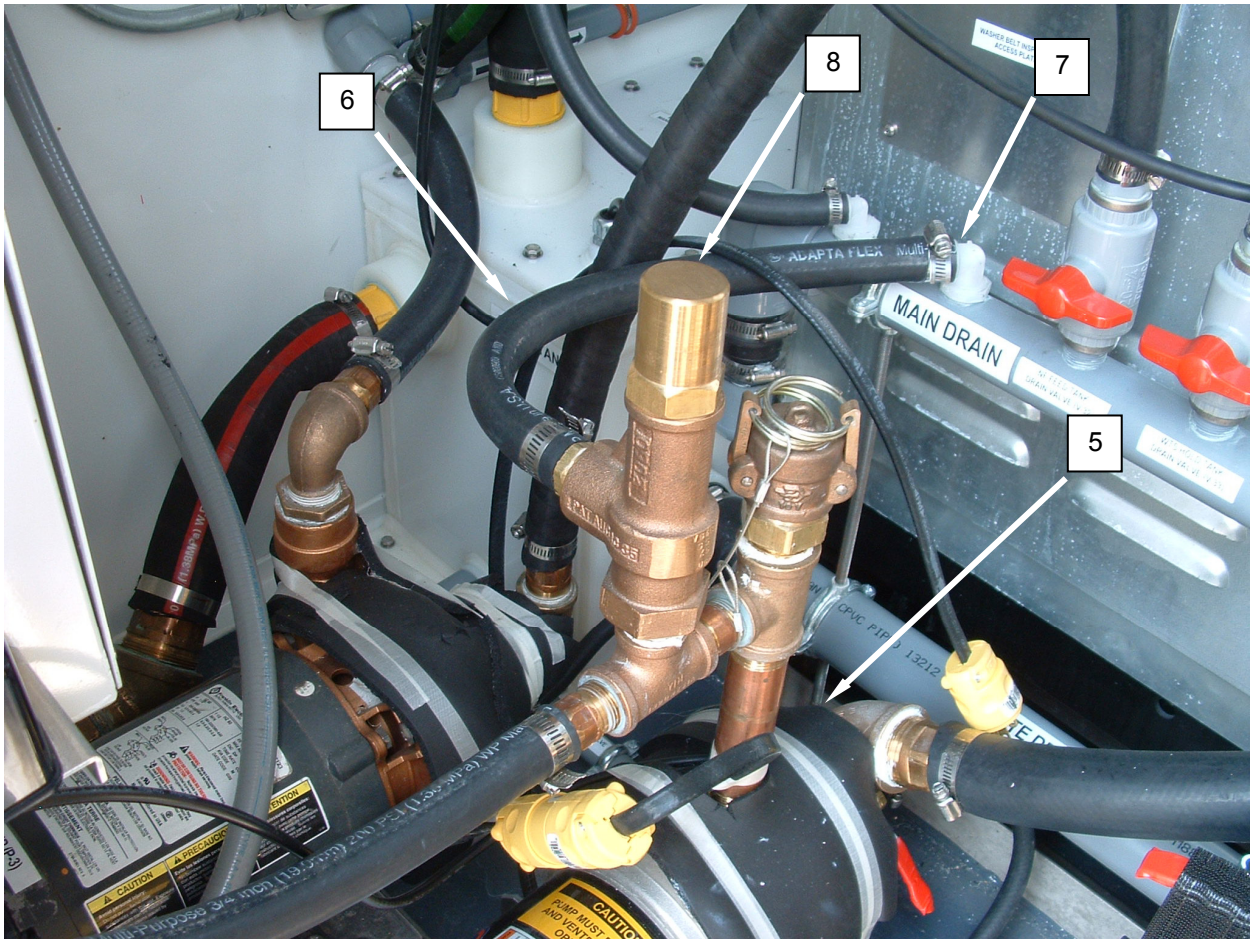

Figure 2. Test the Pressure Relief Valve.
1. Disconnect power from P-1 pump **(Figure 2, Item 5)**.
2. Loosen hose clamp retaining the pressure relief valve hose **(Figure 2, Item 6)** to the drain manifold **(Figure 2, Item 7)**, and disconnect pressure relief valve hose from drain manifold.
3. Place hose end **(Figure 2, Item 6)** in bucket.
4. Ensure water supply is on, connect power to P-1 pump **(Figure 2, Item 5)** and switch pump on.
6. Adjust the valve **(Figure 2, Item 8)** that discharges water at operating pressures (30 to 60 psig).
7. Switch P-1 pump **(Figure 2, Item 5)** off and disconnect power.
8. Install pressure relief valve hose **(Figure 2, Item 6)** onto drain manifold **(Figure 2, Item 7)** and retain with hose clamp.